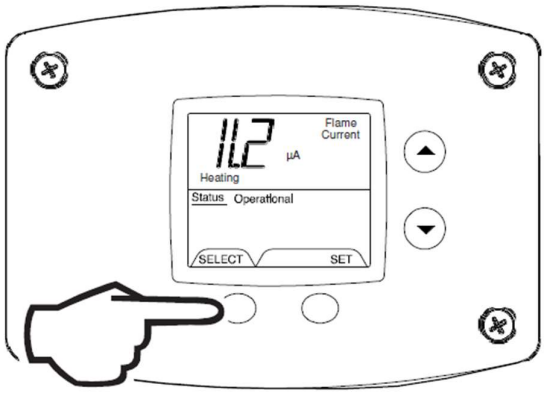

Fig. 54
3. Press the 'Select' button until a number value is displayed with 'Flame Current' to the right of the number. The value displayed is in microamps (µA). (Fig. 54)